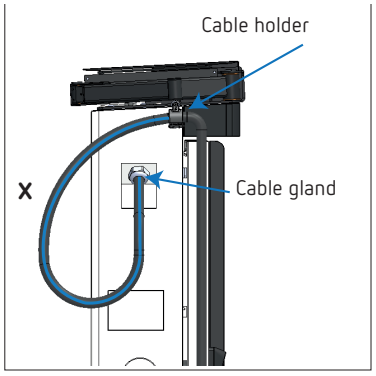

Figure 41: Step 5.
5.- Place the CCS or CHAdeMO cable inside the holder, **Figure 41**.
The distance between the cable gland and the start of the cable holder (shown as an **X** in **Figure 41**) must be taken into account so that the cable has maximum reach or does not lie on the ground.
Note: *Place the cable on the holder following the same loop shown in the **Figure 41** to ensure optimum cable operation.*